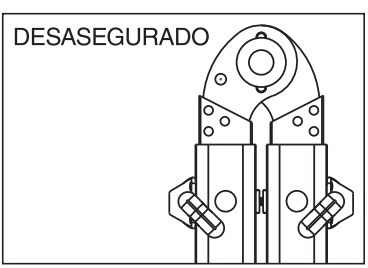

Figura 3
1) Desasegure los 4 sujetadores "J" halando hacia afuera y girando el sujetador "J" alejándose del orificio de peldaño (Véase la Figura 3).